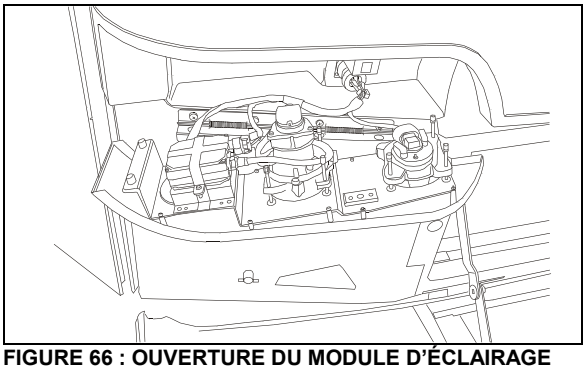

FIGURE 66 : OUVERTURE DU MODULE D'ÉCLAIRAGE AVANT
L'orientation horizontale et verticale de chaque projecteur est effectuée par deux vis de réglage qui font pivoter le projecteur dans le module (Figure 66). Il n'y a pas de réglage de mise au point, car le projecteur est réglé à l'usine.
2. Retirer la vis de fixation du module d'éclairage avant, puis abaisser le module d'éclairage avant (Figure 66).